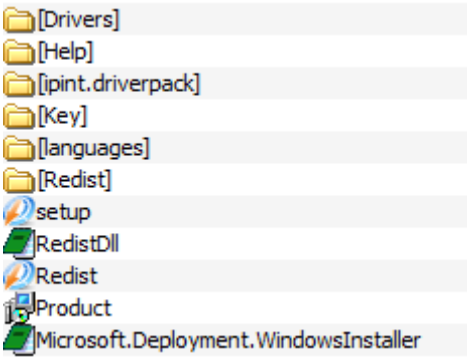

Figure 5.3-10 Contents of INTELLECT installation CD
1. Insert the INTELLECT installation CD in the CD-ROM drive and display its contents in a separate window of your PC (Figure 5.3-10).
2. Run setup.exe (Figure 5.3-10).